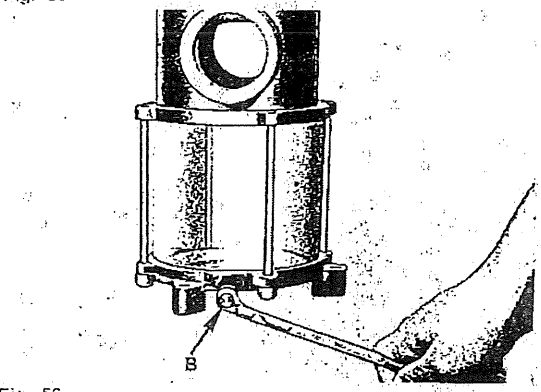

Fig. 56
- Svitare il tappo "B" (Fig. 56) e lavare il corpo filtro con acqua pulita.